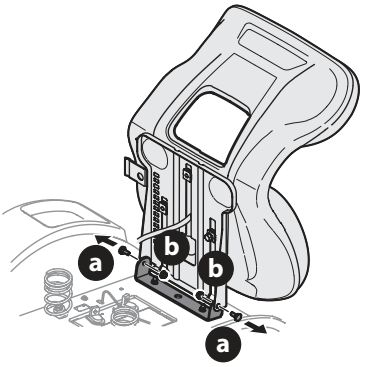

Fig. 2
2. Retirez les deux boulons à épaulement (a) et les deux écrous autobloquants (b) du plateau du siège (Fig. 2).